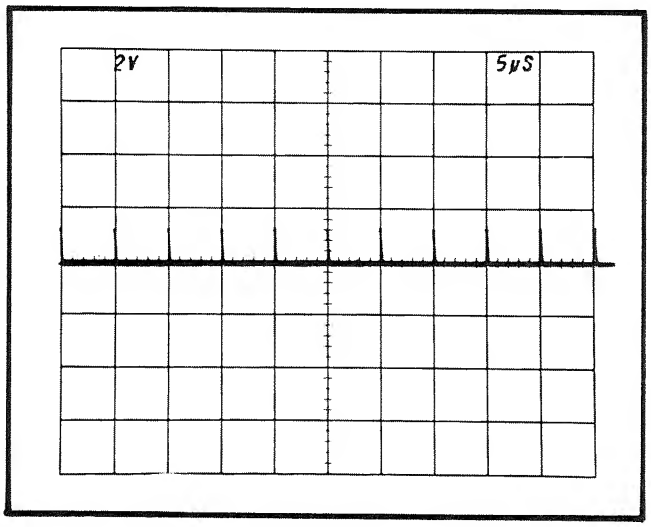

Fig. 5-8. CRT display showing correct 5 μs timing.
c. CHECK—CRT display for one marker each division between the second and tenth vertical lines. Check that sweep timing is within 0.16 division (2%) over the center eight divisions. See Fig. 5-8.